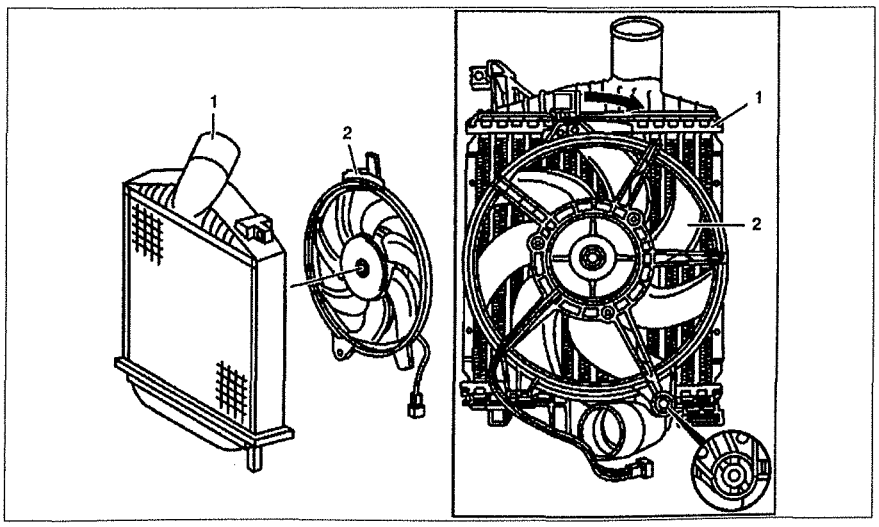

Рис. 4.53. Вентилятор радиатора турбонаддува:
1. Снимите радиатор турбонаддува **1** (см.рис.4.53).